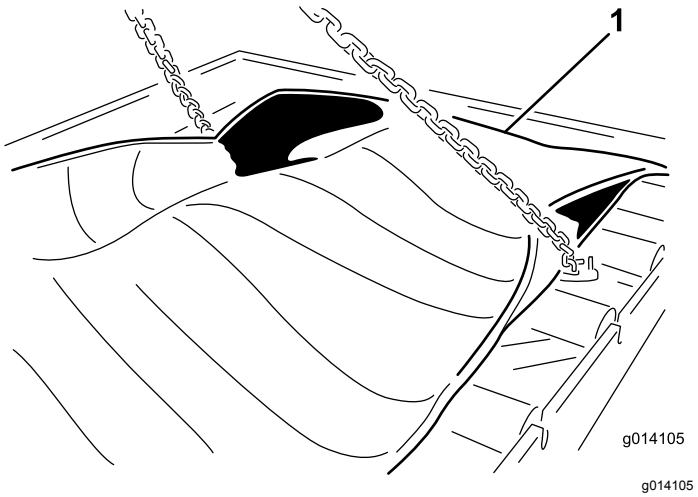

**Rysunek 59**
23. Wykręć 24 śruby, aby uwolnić wkład (Rysunek 59).